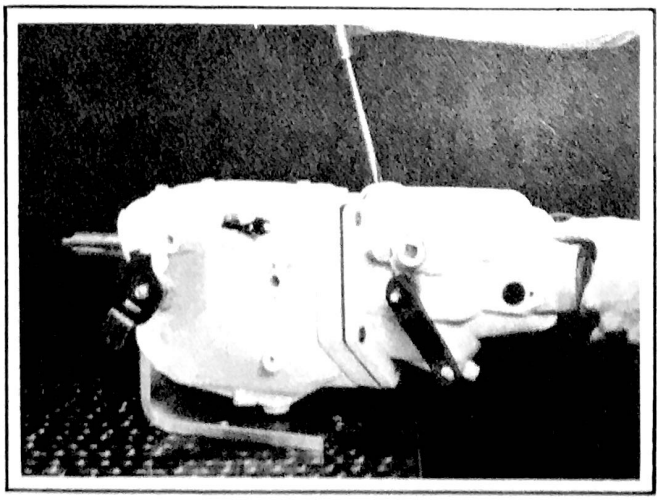

Figure 253 - Separating Overdrive Case at Adapter.
4. Holding overdrive steady with one hand, separate overdrive housing from overdrive housing adapter, using a screw driver. Fig. 253.
5. Remove overdrive housing including overdrive main shaft (121), free wheeling cam (106), clutch hub (102, shift sleeve (103) and shifter rail fork guide pin (105). Some free wheel cam rollers (107) will drop into case. Be sure all twelve of them are accounted for.